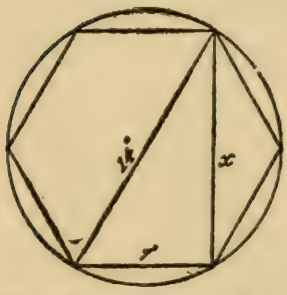

Fig 238. Problem of the hexagon
Assume that our problem is to find the narrowest board we can use to cut out a hexagon whose diameter is fourteen inches. As shown in Chapter IV, the hexagon is drawn in a circle. One of the sides is equal to the radius or half the diameter. This gives us the arrangement shown in Fig. 238, in which our problem is confined to the right-angled triangle whose base is seven and hypothenuse fourteen. From our knowledge of triangles, we deduct the square of seven (49) from the square of